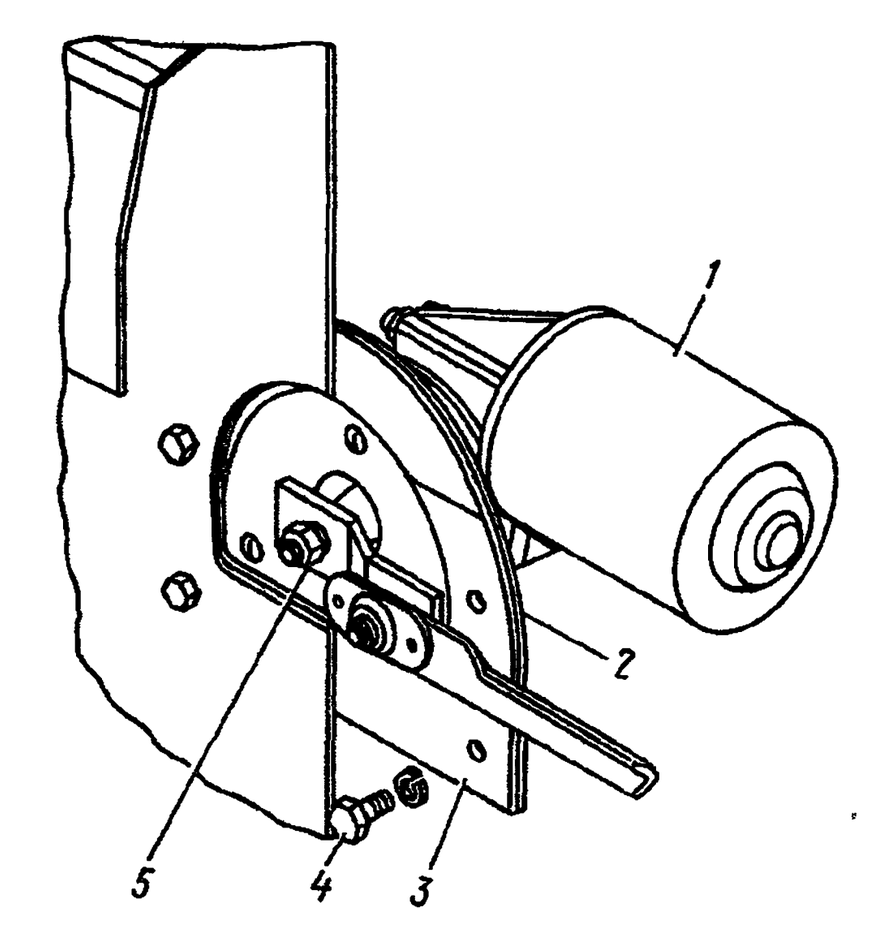

Рис. 69. Установка электродвигателя стеклоочистителя:
4. Отверните гайку *5* (рис. 69), снимите кривошип тяги с вала привода	Ключ 13 мм
6. Выверните болты *4* (см. рис. 69) и снимите электродвигатель *1*	Ключ 10 мм
12. Закрепите кривошип тяги на валу редуктора гайкой *5* (см. рис. 69)	Ключ 13 мм